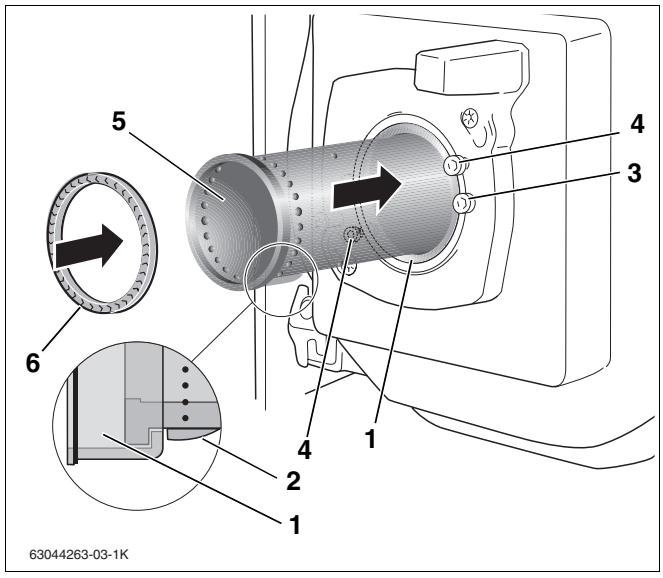

Abb. 29 Brennerrohr austauschen
- Brennerrohr (Abb. 29, **Pos. 5**) in das Stützrohr einsetzen. Führen Sie dazu das Brennerrohr über die Nase (Abb. 29, **Pos. 2**) hinweg bis gegen den Anschlag des Stützrohrs. Die Nase des Brennerrohrs muss dabei nach unten zeigen und einrasten (Abb. 29, Lupe).
- Neue Dichtung (Abb. 29, **Pos. 6**) einsetzen.
- Vor dem Einbau des Brenners die Dichtung (Abb. 29) zwischen Mischsystem und Brennerrohr prüfen.
- Dichtung (Abb. 29, Seite 28) in das Brennerrohr einsetzen.
- Den Brenner auf die beiden Schrauben im Brennerflansch (Abb. 29, Seite 28) aufsetzen.
- Linksdrehung bis zum Anschlag und die Befestigungsschrauben (Abb. 29, Seite 28) wieder anziehen.